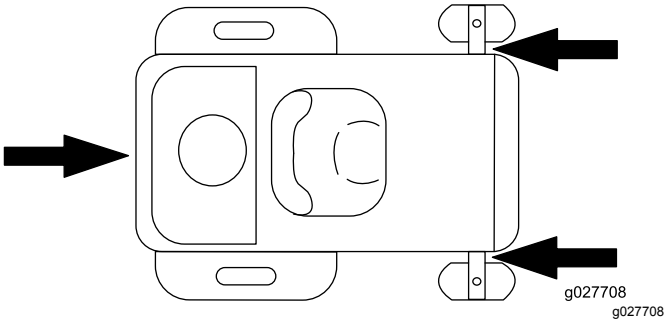

Figur 29
- Fastgør maskinen sikkert til anhængeren eller lastbilen med remme, kæder, kabler eller reb. Brug kun de dedikerede bindepunkter på plæneklipperen som vist i Figur 29. Brug disse bindepunkter, også når plæneklipperen transporteres med et monteret redskab. Brug af ikke-afmærkede bindepunkter kan medføre beskadigelse af plæneklipperen og/eller redskabet.